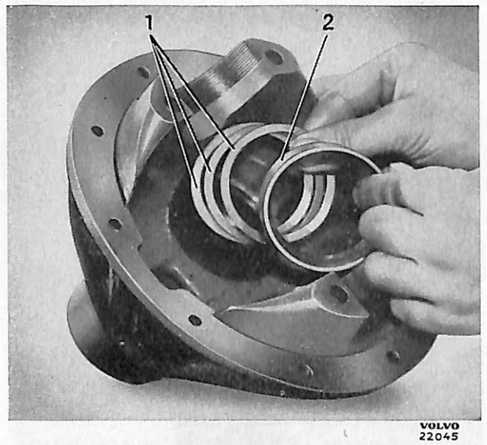
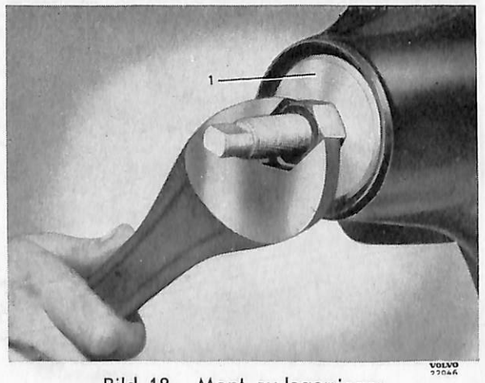

Bild 17. Mont. av justermellanlägg.
Bild 18. Mont. av lagerringar.
1. Lägg det antal justermellanlägg (28) som fanns under bakre pinjonglagrets ytterring vid isärtagningen i läge, se bild 17. Pressa därefter i främre och bakre ytterringarna med pressverktyg SVO 4047, se bild 18. Se till att ringarna inte kärvar eller kommer snett i huset.